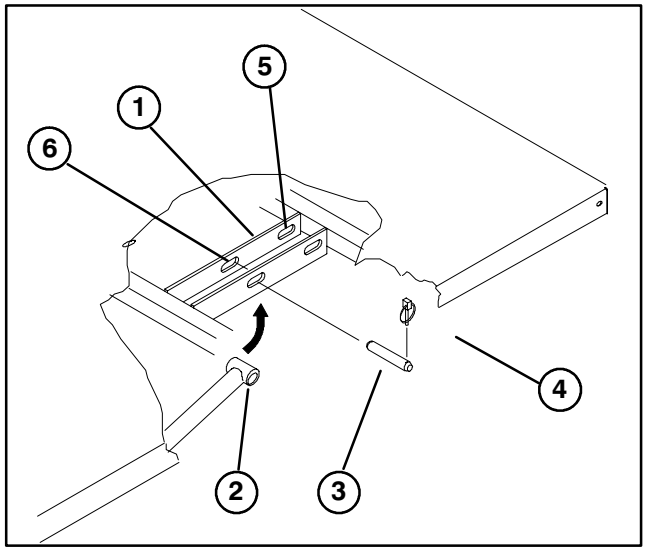

Figure 3
2. Secure end of inner prop rod to front slots in bed mounting plates with clevis pin and lynch pin (include w/bed). Insert clevis pin from outside of bed with lynch pin toward outside (Fig. 3).